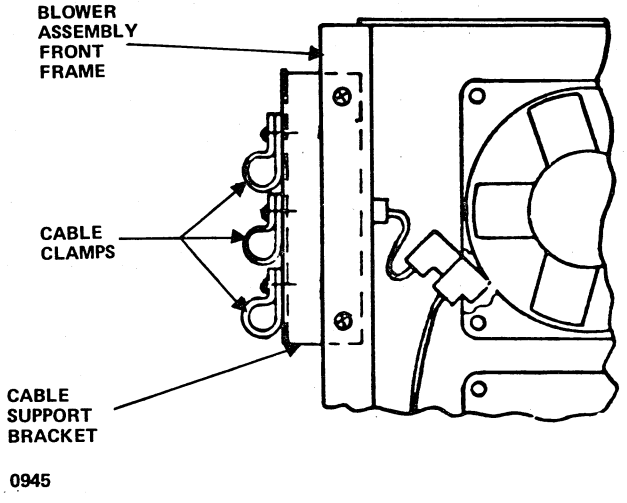

Figure 23-20. Cable Support Bracket Installation
3. Using thread roll screws (part number 96744973), attach three nylon cable clamps (part number 24565009) to the outside of the support bracket, as shown in figure 23-20.
4. As shown in figure 23-20, attach the support bracket, with the cable clamps attached, to the front frame of the blower assembly (part number 89951303) using two thread roll screws (part number 96744973).